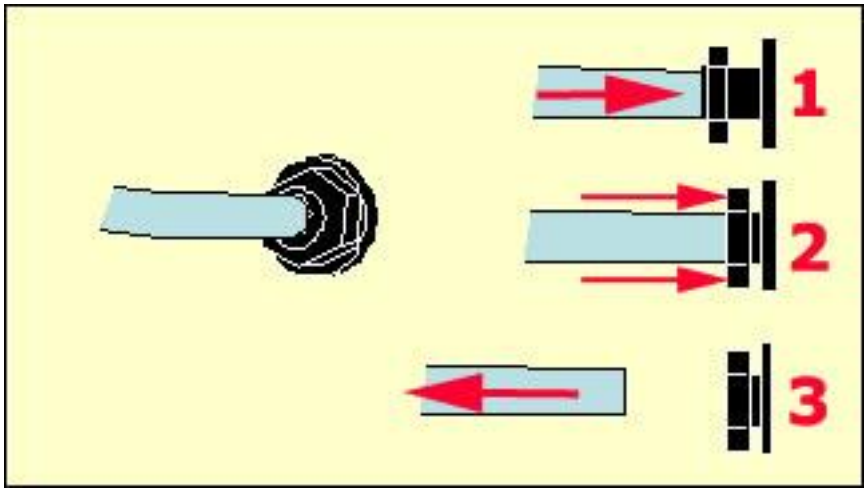

Figura 10. Procedimiento para insertar y extraer los tubos de poliuretano.
1) Para insertar los tubos insértelos a presión como se ve en el apartado 1 de la Figura 10.